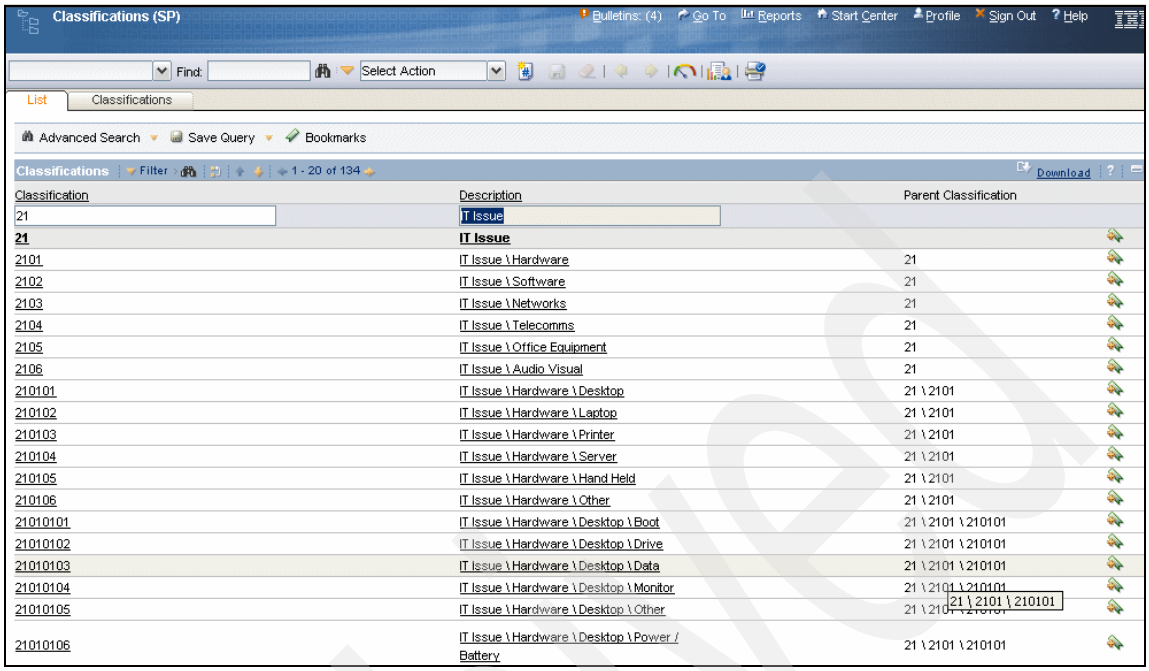

Figure 12-5 Classifications List
1. Click **Go To** → **Administration** → **Classifications (SP)**.
2. Find IT Issue classification. See Figure 12-5 on page 217.